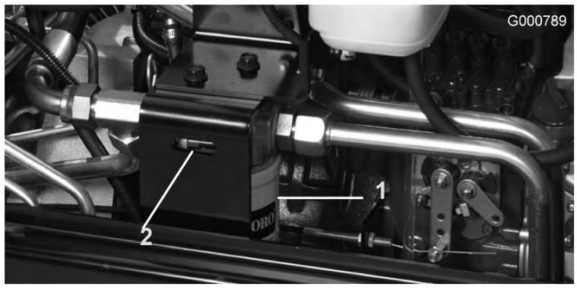

Figura 76
2. Limpe a área em torno da superfície de montagem do filtro. Coloque um recipiente por baixo do filtro e desmonte o filtro (Figura 76).